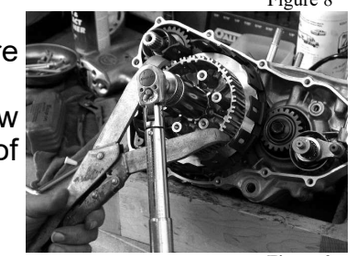

Figure 9
- Re-install the inner hub and tighten the main shaft nut to manufacturers specifications(Figure 9)